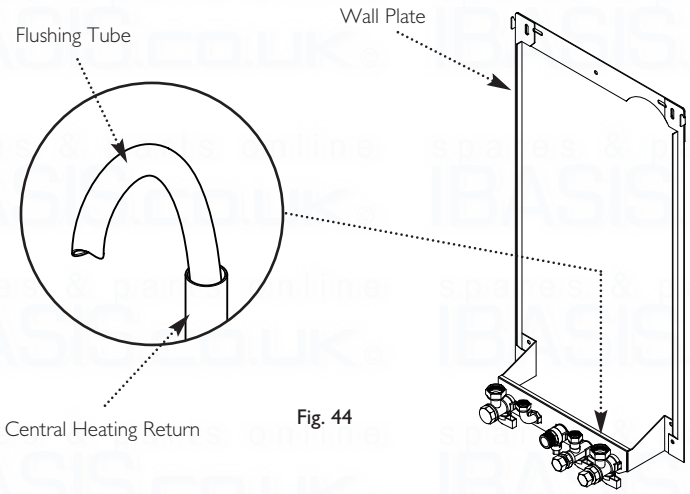

Fig. 44
1. Connect a tube to the central heating flow or return pipe (Fig. 44).